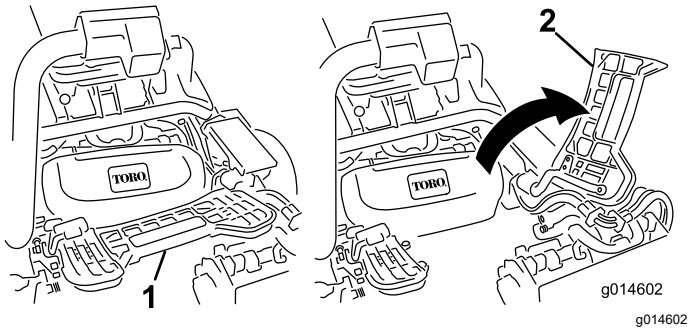

Figuur 61
2. Klap de voetsteun omhoog zodat u bij het middelste maai-eenheid kunt (Figuur 61).